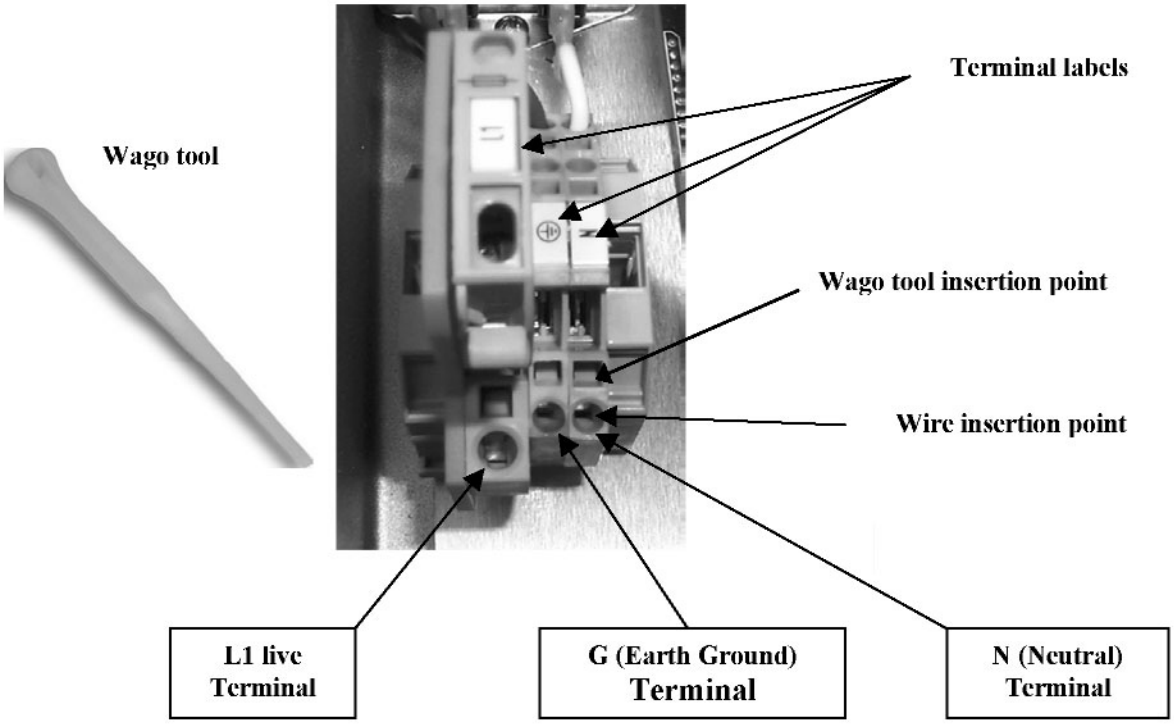

FIGURE 8. Power Terminal Block
5. Electrical power should be connected in the following order (See Figure 8).
To insert wires into terminals you must first insert the sharp end of the Wago tool into the square slot of the terminal connector. This will open the terminal and allow you to insert the wire into the circular hole below (see Figure 8 above).